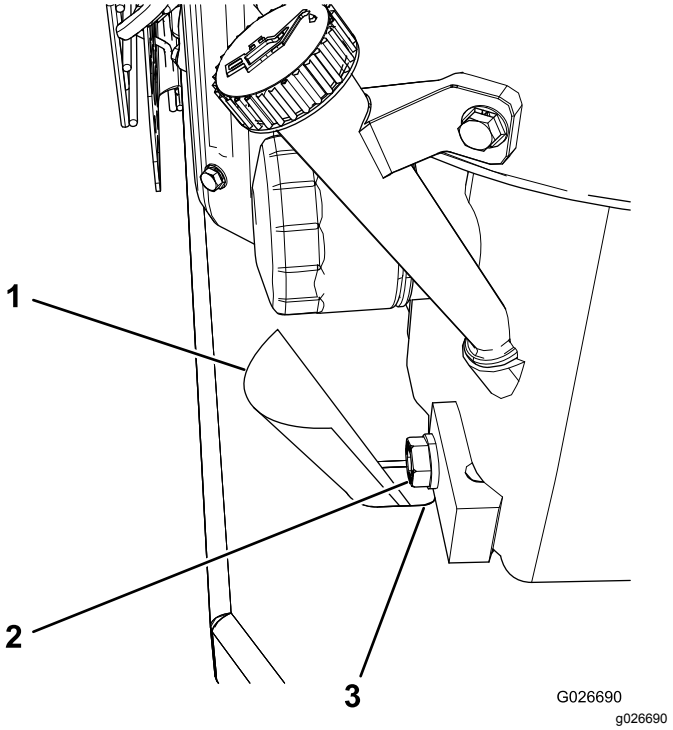

**Figur 38**
**Merk:** Sett et stykke papir eller tynn papp inn i tappehullet for å lede oljen bort fra monteringsplaten for motoren (Figur 38).